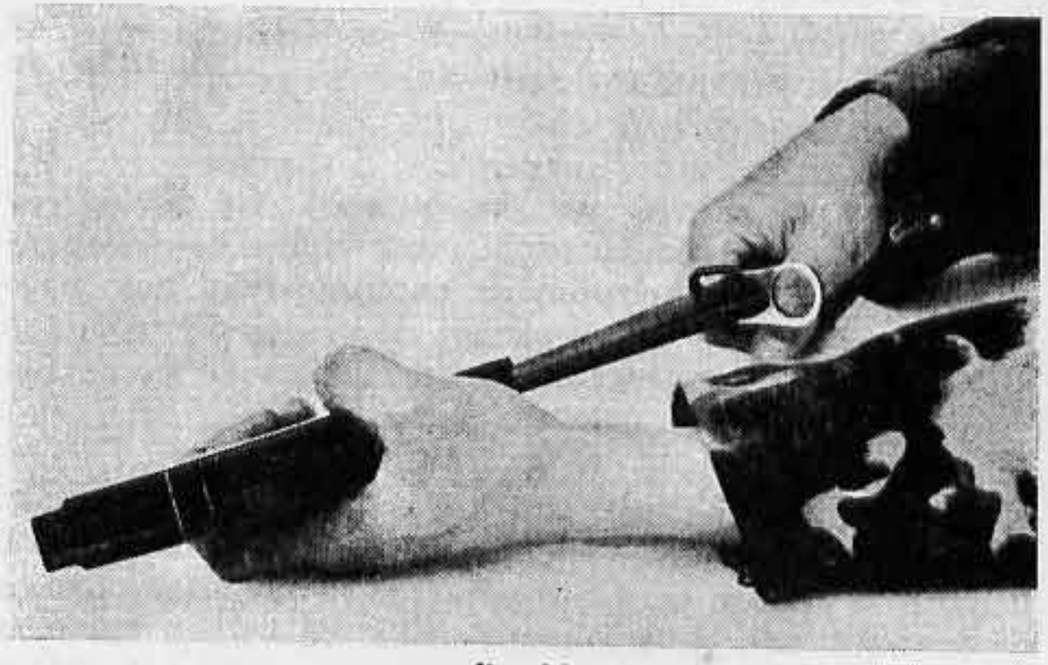

fig 29
- Avec la baïonnette, presser le ressort du magasin de façon que le tenon élastique soit encliqueté (fig 29)